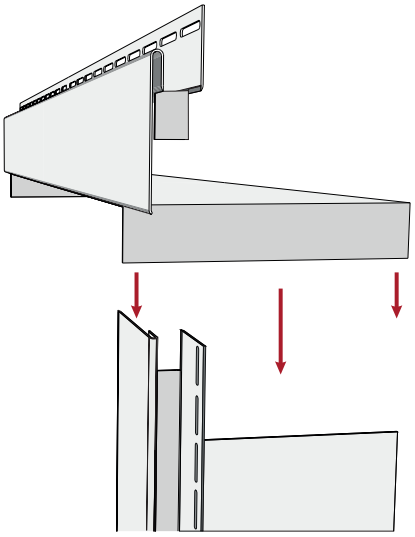
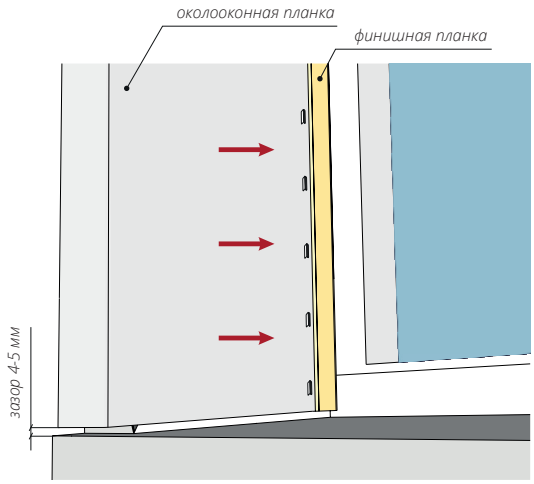
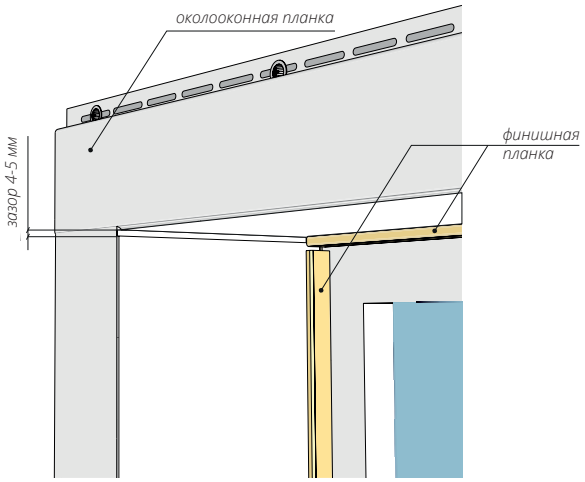

Рисунок 59
Рисунок 61
Рисунок 62
13.14 Примерьте околооконную планку на оконном проеме, соединив ее с верхней планкой (рис. 59, 60). В нижней части, в примыкании с отливом, околооконные планки должны быть подрезаны параллельно отливу с зазором 4-5 мм (рис. 61). В верхней части примыкания к верхней околооконой планке должен быть зазор 4-5 мм (рис. 62).